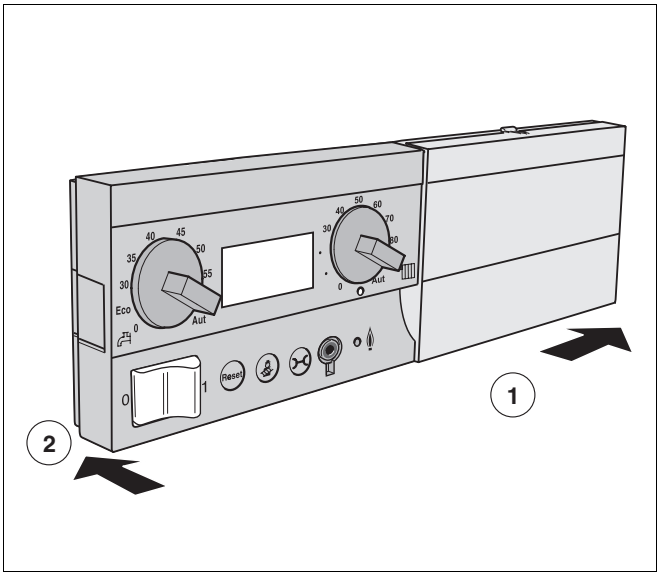

Rys. 8 Montaż modułu podstawowego
- Wsunąć moduł podstawowy z przodu po prawej stronie w zaczep sterownika (rys. 8, **krok 1**).
- Docisnąć moduł podstawowy z lewej strony do sterownika, aż się zatrzaśnie (rys. 8, **krok 2**).